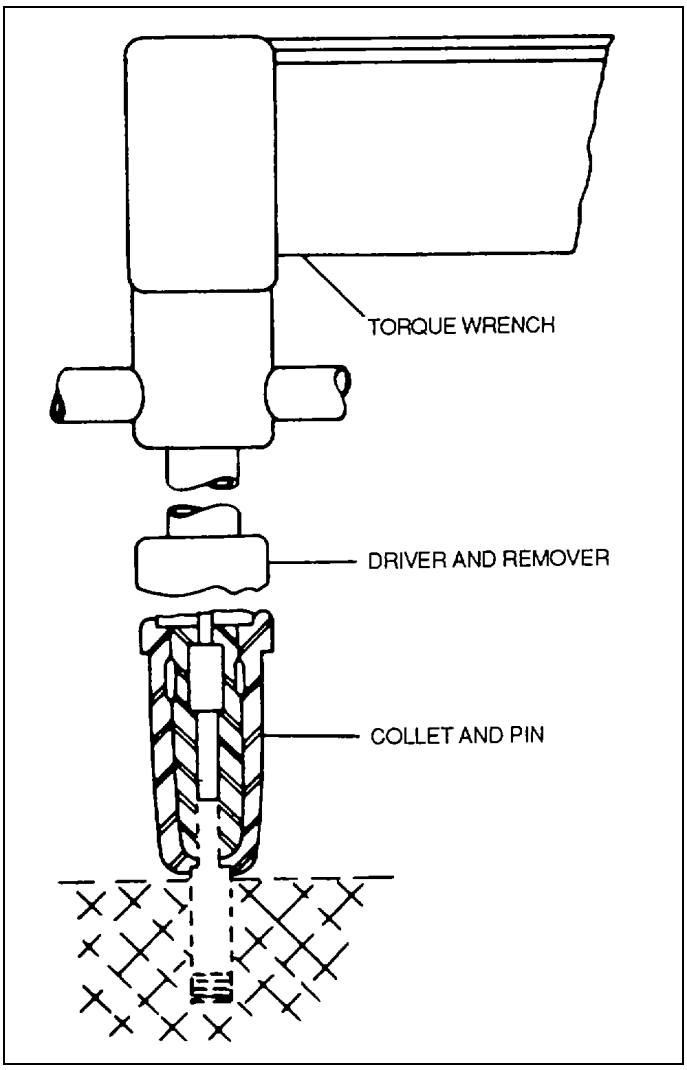

Figure 2-65. Stud Installation
(3) Select proper size stud and install with driver and remover, and collet and pin, as shown in figure 2-65
(4) Use torque wrench to determine torque at required height of stud.
(5) If correct torque is not obtained at required stud height, remove stud with driver and remover and install another stud. Refer to applicable aircraft maintenance manual for correct torque values.